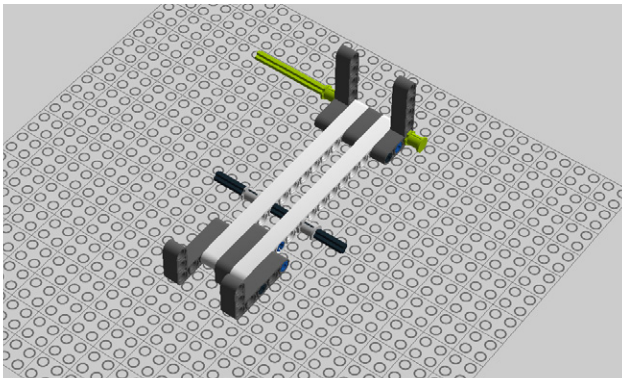

Figure 5-85. *Step 78: Adding cross axle and bushes*
78. Add a 12M cross axle and two bushes. Figure 5-85 shows where they go.